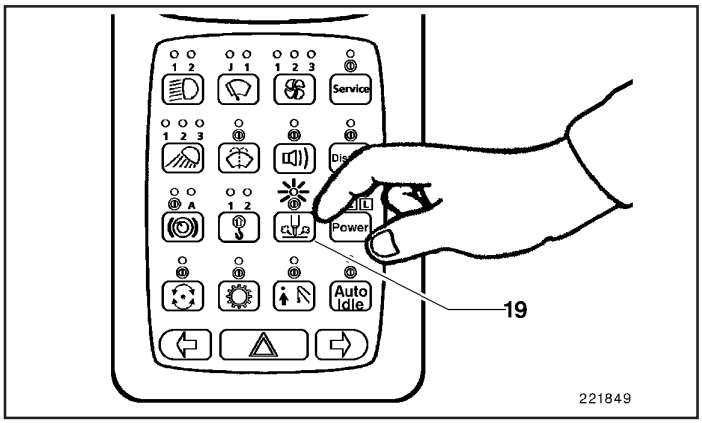

Fig.1
- Selecione a função “Martelo Hidráulico” pressionando a tecla (19, Fig. 1). O LED acima da tecla irá acender.